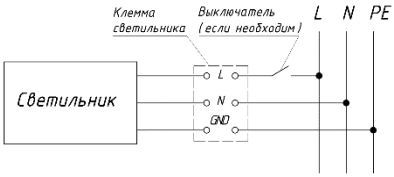

Рисунок 4 — Установка светильника Geniled серии Офис в подвесной потолок. Рисунок – Схема подключения светильника.
5.3.3. Установите светильник Geniled на монтируемое место (Рисунок 4). Следите за тем, чтобы кабель не оказался зажат между элементами конструкции потолка и светильника. Убедитесь, что светильник надежно закреплен на потолке.